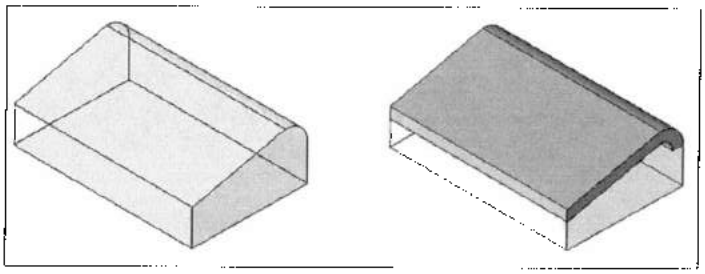

Рис. 14.19. *Создание крыши по граням масс-элемента*
3. Поместить курсор на грань масс-элемента и щелчком мыши выбрать грань. Крыша размещается на данной грани. Если необходимо указать более одной грани, установить в строке параметров флажок **Select Multiple** (Выбрать несколько) и выделять грани, как было описано выше для перекрытий. Для отмены выделения одной грани еще раз щелкнуть на ней мышью, а для отмены всех выделенных граней нажать на ленте в разделе **Multiple Selection** кнопку **Clear Selection** (Очистить выделение). После указания всех нужных граней выбрать на ленте в том же разделе команду **Create Roof** (Создать крышу). На выбранных гранях будет построена крыша (рис. 14.19).